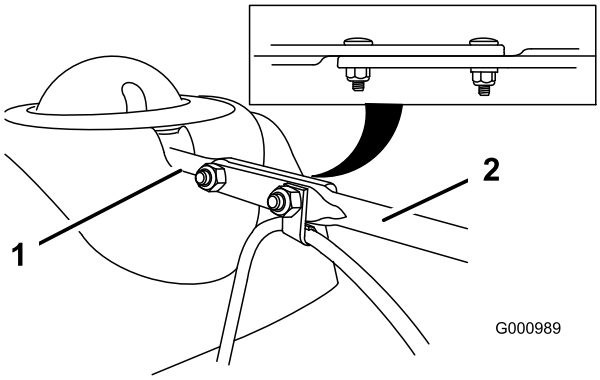

Rysunek 10
3. Dopasuj spłaszczony tylny koniec długiego drążka sterującego tunelem wyrzutowym ze spłaszczonym przednim końcem krótkiego drążka, który wystaje z panelu sterowania, aż się połączą (Rysunek 10).